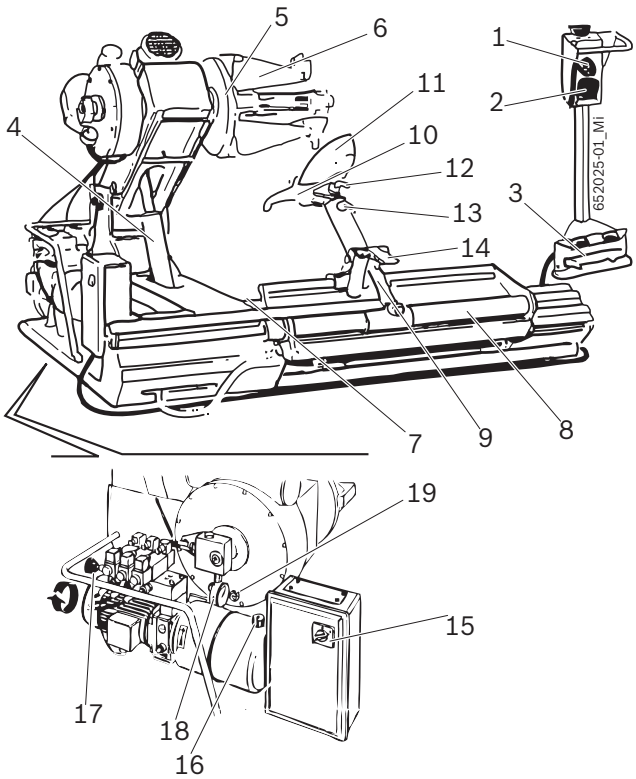

Fig. 1: MS 75 SA
La flangia di serraggio funziona tramite circuito idraulico ad alta pressione, regolabile da 20 a 130 bar ruotando l'apposita manopola (Fig. 1, pos. 17) e leggendo il valore sul manometro (Fig. 1, pos. 18). La pressione normale di esercizio è di 130 bar. Per cerchioni deboli o particolarmente sottili è necessario diminuire tale pressione.
Per ruote con diametro inferiore a 800 mm o superiore a 1500 mm, si consiglia di sfilare la spina dell'utensile di montaggio (Fig. 1, pos. 12) e posizionarla nel secondo foro.